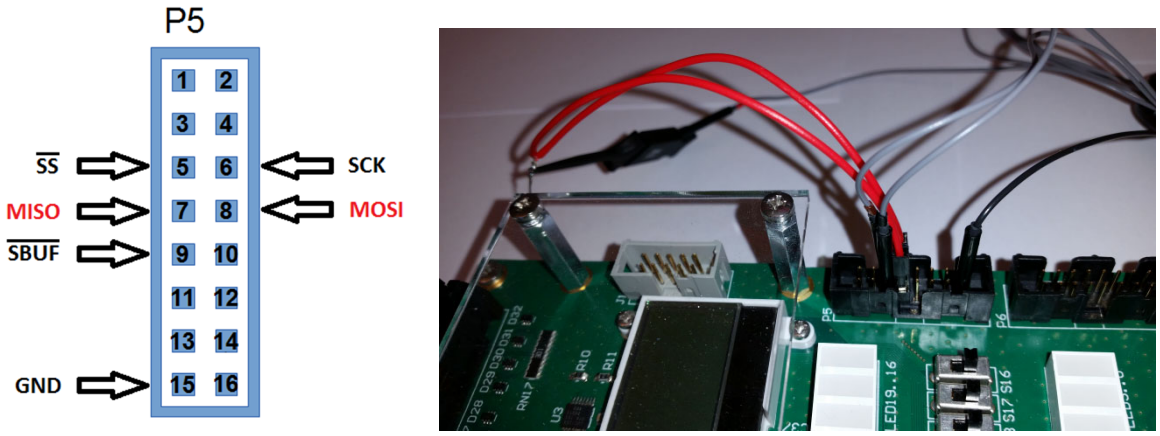

Abbildung 4: Verbindung von MOSI und MISO Leitung
- Drahtbrücken mit «Abgrif». Siehe Abbildung 4.
Verbinden Sie für den Test die MOSI und MISO (Pin 7 und 8) mit einer Drahtbrücke auf dem Port 5 gemäss Abbildung 4 (KO Variante) oder Abbildung 1 – 3 (Kurzschluss Variante) im Anhang am Ende dieses Praktikums.